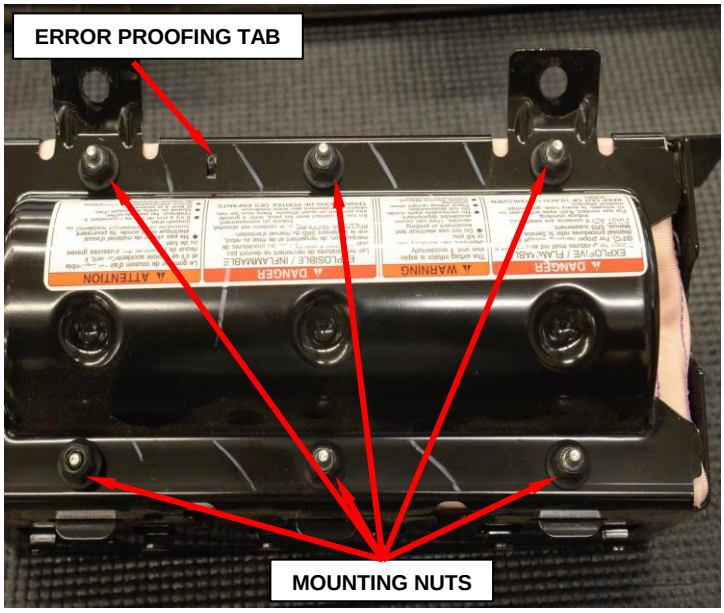

**Figure 36 – Mounting Nuts**
**NOTE: Ensure proper inflator assembly fit. Note error proofing tab when reassembling to cushion (Figure 36).**
m. Install the six new mounting nuts and tighten to 88 in. lbs. (10 N·m) (Figure 36).